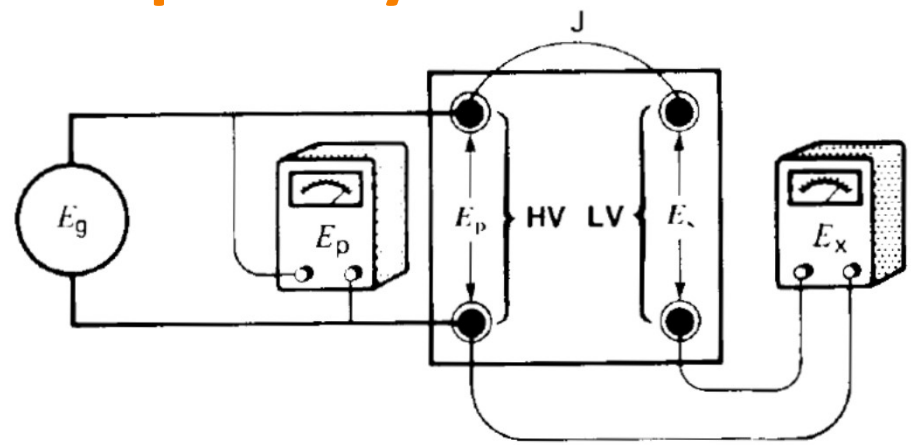

Figure 10.11
3. Connect two voltmeters as shown in Figure 10.11